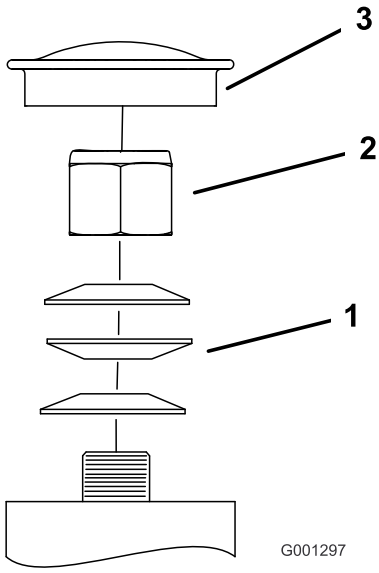
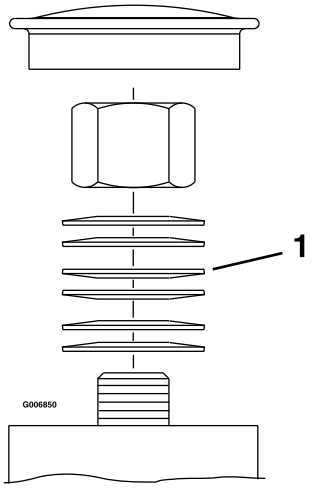

Bild 52
Bild 53
3. Entfernen Sie den Staubdeckel vom Laufrad und ziehen die Sicherungsmutter an (Bild 52 und Bild 53).
4. Ziehen Sie die Sicherungsmutter an, bis die Federscheiben bündig sind. Drehen Sie sie dann um eine Viertelumdrehung heraus, damit Sie die Vorlast korrekt auf die Lager verteilen können (Bild 52 und Bild 53).
Wichtig: Achten Sie darauf, dass die Federscheiben richtig eingesetzt sind, wie in Bild 52 und Bild 53 abgebildet.